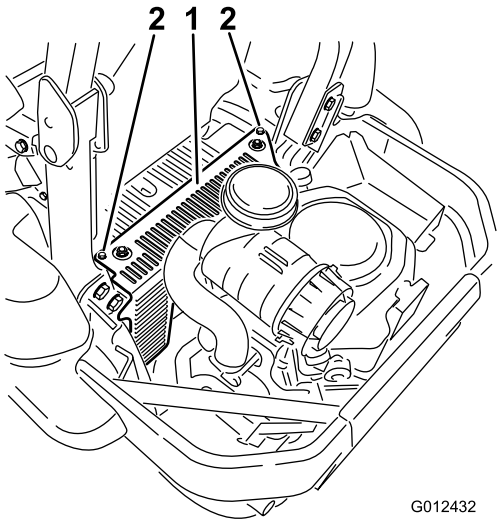

Figur 48
3. Fjern hydraulikkenhetsdekselet og de to boltene som sitter fast til det (Figur 48). Da får du tilgang til den fremre tennpluggen.
5. Monter det venstre hydraulikkenhetsdekselet (Figur 48).